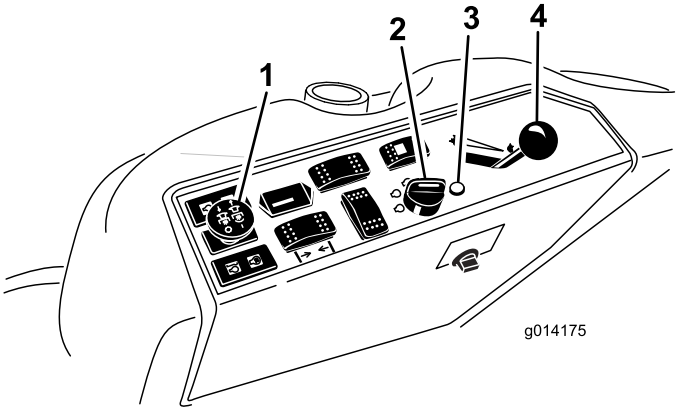

Рисунок 15
4. Переведите переключатель механизма отбора мощности (PTO) в положение ВЫКЛ. (Рисунок 15).
5. Передвиньте рычаг дроссельной заслонки в среднее положение между БЫСТРО и МЕДЛЕННО(Рисунок 15).